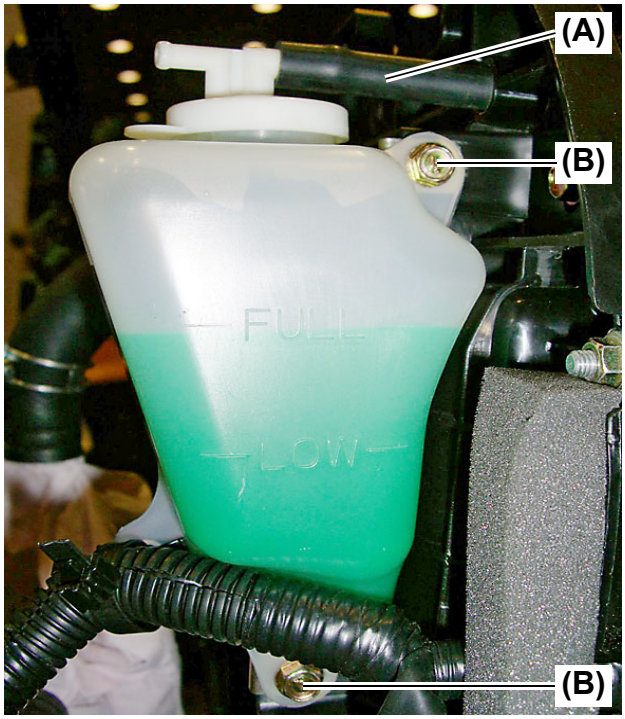
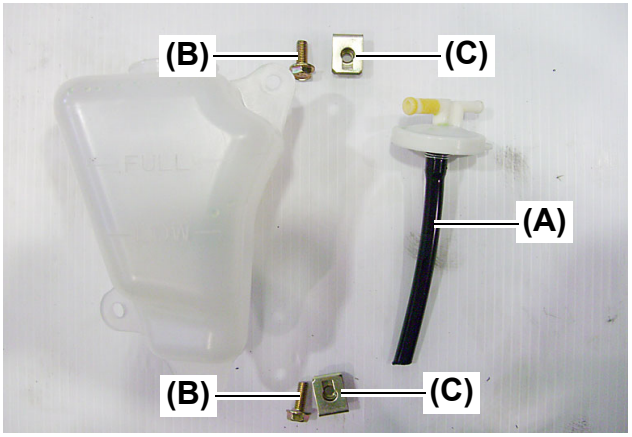

Fig. 2
Fig. 3
1. Disconnect the rubber hose **(Fig. 2, 3, (A))**.
2. Remove the M6 × 16 mm (L: 0.64 in.) bolts **(Fig. 2, 3, (B))** together with the plate nuts **(Fig. 3, (C))**.